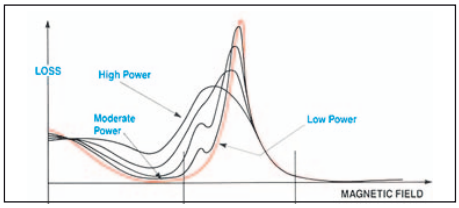

***Bild 11: Spitzenleistungseinflüsse auf die Resonanzkurve***
**Begrenzung:** Ein anderer Effekt, der mit der Höchstnennleistung eines Zirkulators verbunden ist, wird als die Nichtlinearitäts- oder Spitzenleistungsgrenze des Zirkulators bezeichnet. Sobald die Leistung über einen kritischen Wert zunimmt, ergeben sich beträchtliche Änderungen in der Resonanzkurve unterhalb der Hauptresonanz (Bild 11). Die Höchstleistungsgrenze ist von der Zirkulatorgeometrie, der Bandbreite und den Eigenschaften des Ferritwerkstoffs abhängig.